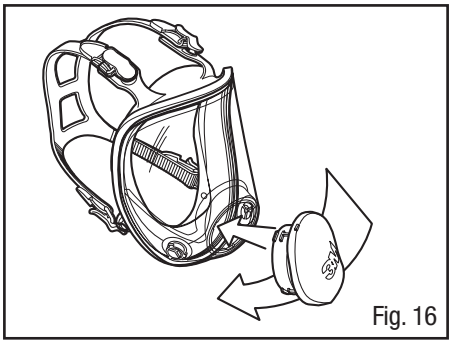

Fig. 16
2. Faire glisser l'adaptateur dans l'orifice de la lentille (Fig. 16).
4. Installer à nouveau l'adaptateur central dans la lentille du masque (Fig. 16).
6. Installer l'ensemble adaptateur central (Fig. 16).